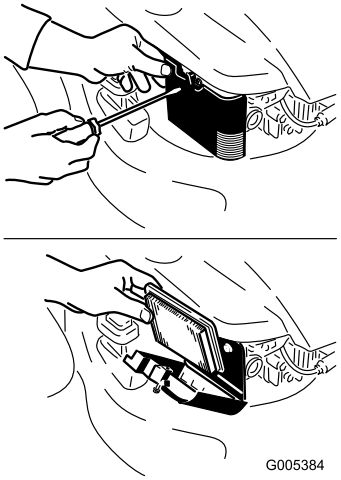

Figur 28
2. Åpne luftfilterdekselet og fjern det brukte luftfilteret (Figur 28).